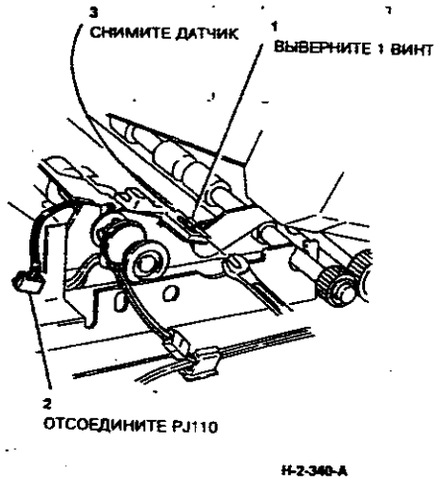

**Рисунок 1. Снятие датчика регистрации верхней кромки**
4. (Рисунок 1) Снимите датчик регистрации верхней кромки.